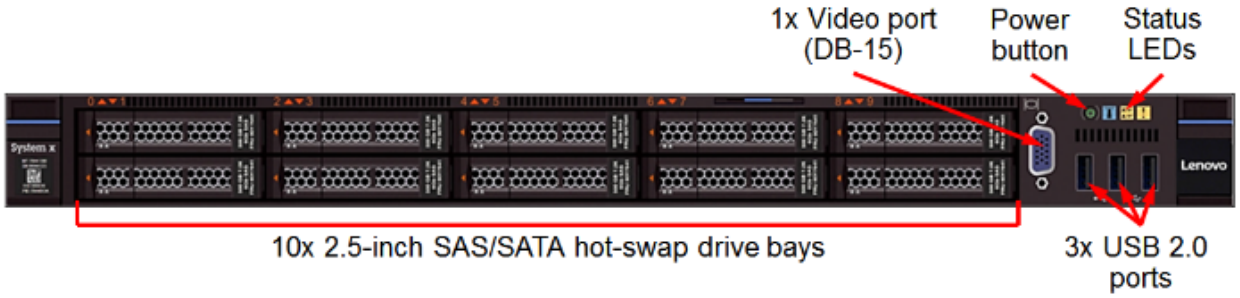

**Figure 4: x3550 M5 with ten 2.5-inch drive bays front view**
**Figure 4** shows the front of the System x3550 M5 server with ten 2.5-inch drive bays.